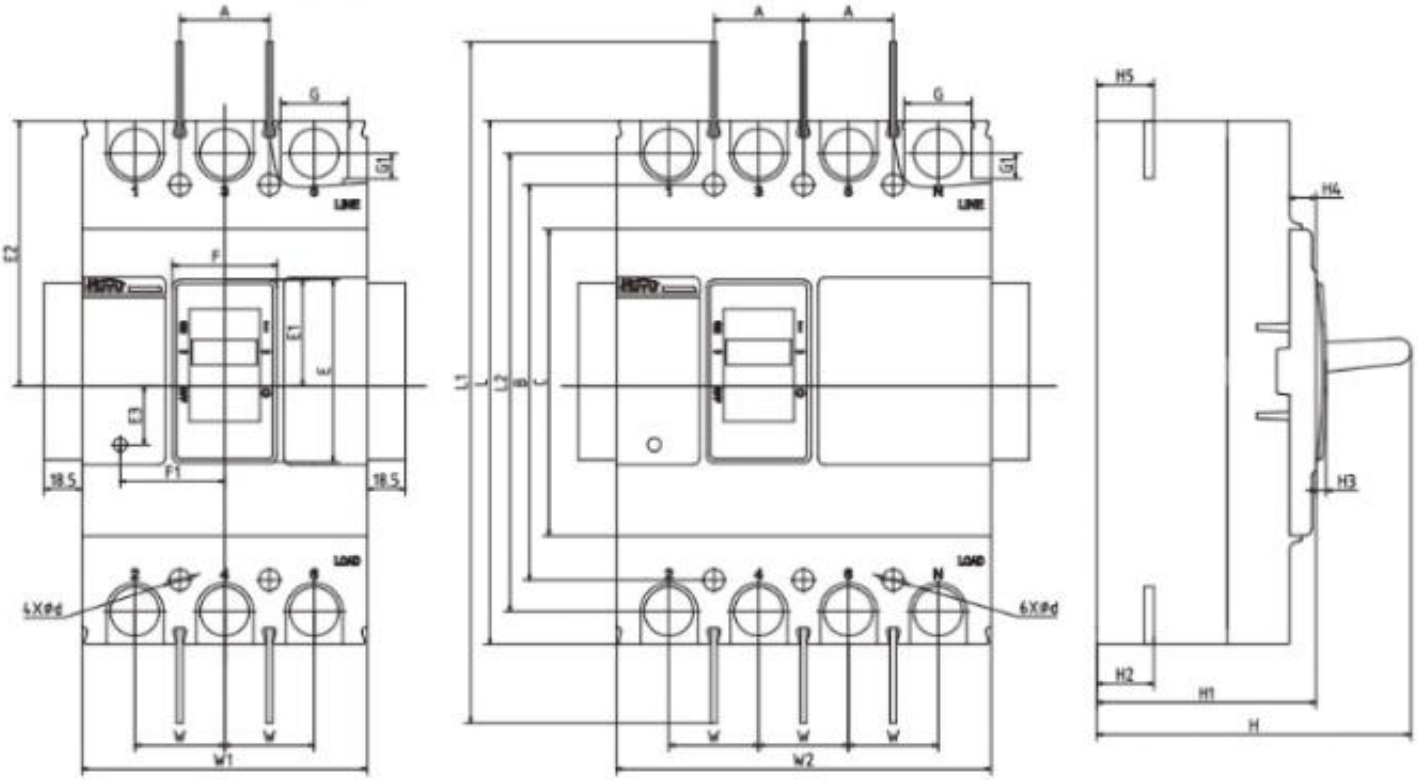

图 22　板前接线外形及安装尺寸
6.1 断路器板前接线外形及安装尺寸见图 22 及表 11。